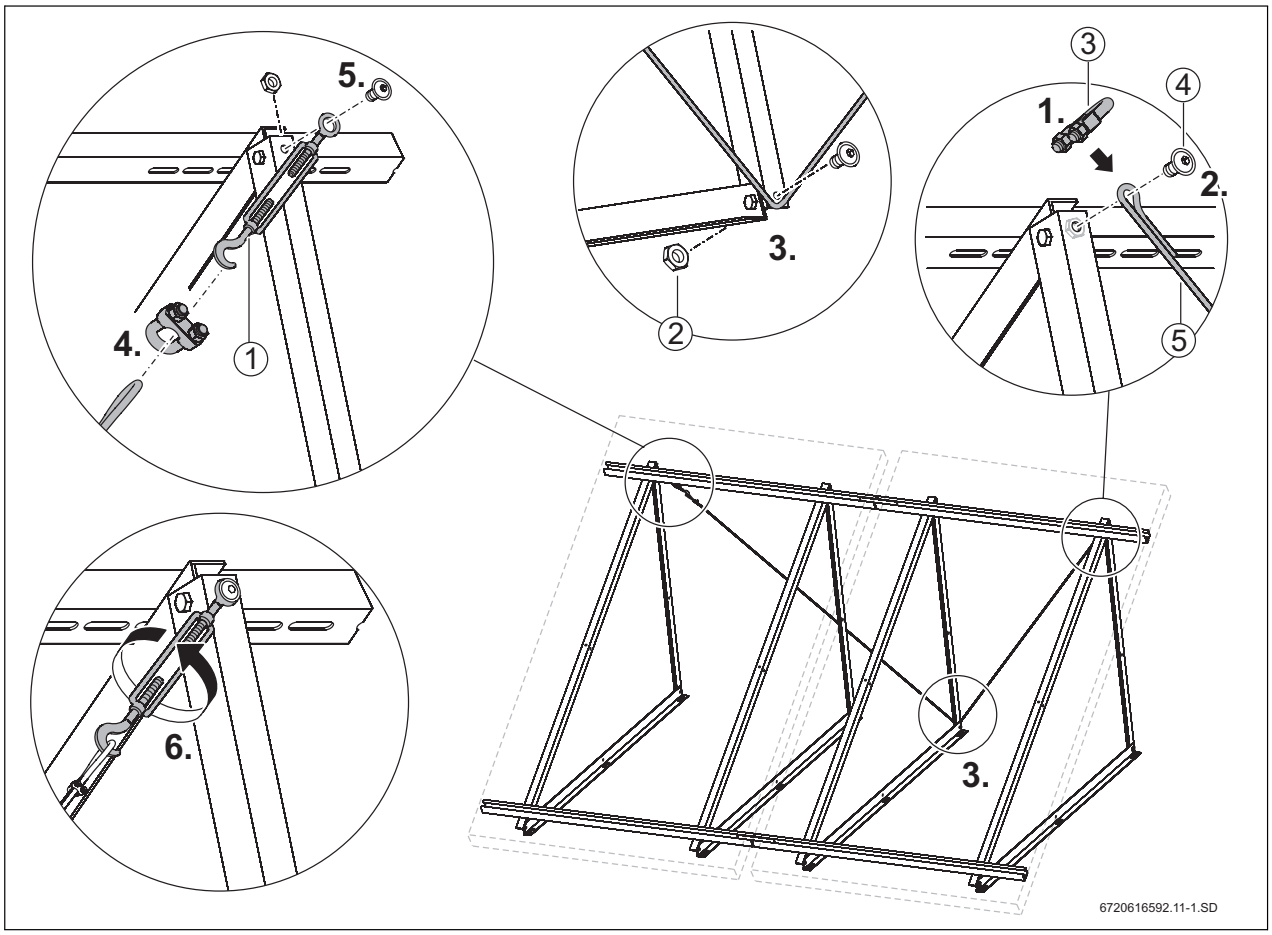

Fig. 26 Always attach the steel cable to two Portrait collectors
- Ensure screw and nut (Fig. 26, Pos. 2) are sufficiently tight.